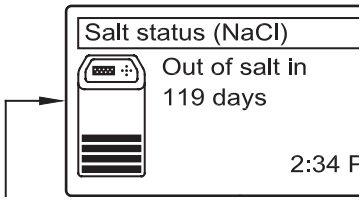

FIG. 106
1. Press the remote's LEFT (◂) or RIGHT (▸) buttons to manually advance to the Softener status screen (See Figure 106).